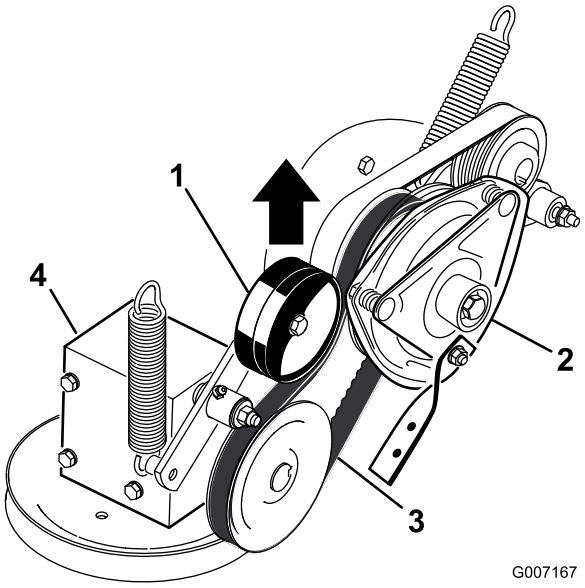

**Figuur 64**
4. Trek aan de veerbelaste spanpoelie voor de aandrijfriem van de aftakas en verwijder de riem van de poelie van de koppeling (Figuur 64).
16. Trek aan de veerbelaste spanpoelie voor de aandrijfriem van de aftakas en monteer deze op de poelie van de koppeling (Figuur 64).